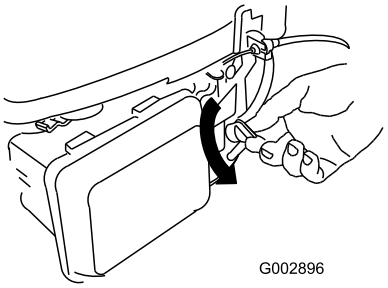

Figur 20
2. Vri drivstoffventilspaken til på-stilling (Figur 20).